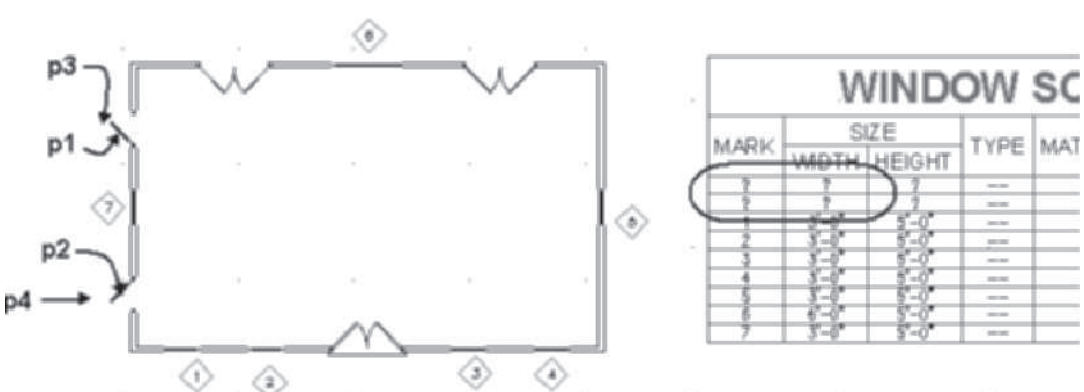

FIGURE 11.58 *Casement windows added to floor plan*
8. Choose the Home tab. Click the Tools command of the Build panel. Choose the Windows palette. Select the **Casement** tool from the **Windows** palette. Edit the Width = **3' [900]**, Height = **4'-0" [1200]**, Measure to = **Outside of Frame**, Swing angle = **45**, Position along wall = **Offset**, Automatic offset = **3'-0" [900]**, Vertical alignment = **Head**, and Head height = **6'-8" [2050]**. Add two casement windows on the left wall of the building as shown at **p1** and **p2** in Figure 11.58.
Select object to tag: *(Select window at* p1 *as shown in Figure 11.58.)*
Specify location of tag <Centered>: *(Select a point near* p3 *as shown in Figure 11.58* to locate the tag.*)*
Select object to tag [Multiple]: *(Select window at* p2 *as shown in Figure 11.58.)*
Specify location of tag <Centered>: *(Select a point near* p4 *as shown in Figure 11.58.)*